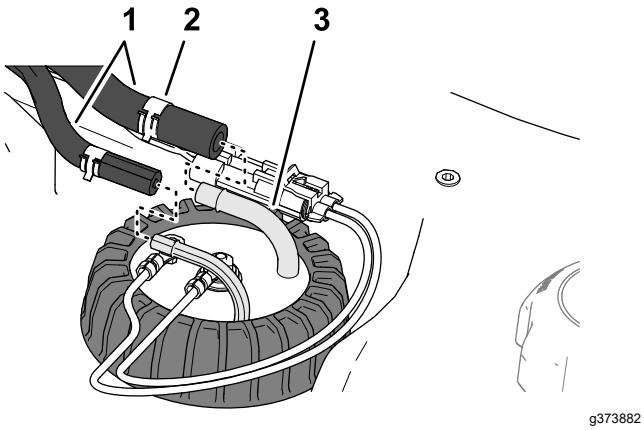

Figuur 90
4. Verplaats de klemmen waarmee de slangen zijn bevestigd aan de fittings van de brandstofsensor naar binnen en verwijder de slangen van de fittings (Figuur 90).